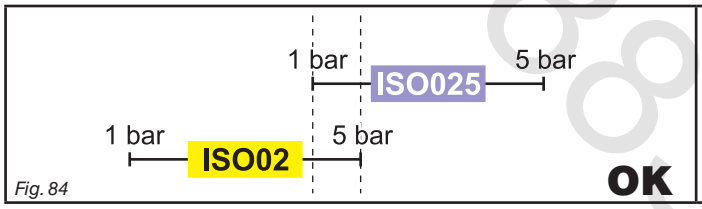

Fig. 84
- ***Compatible nozzles**: the rate at 1 bar of the ISO025 nozzle is LOWER than the rate at 5 bars of the ISO02 nozzle (Fig. 84).*